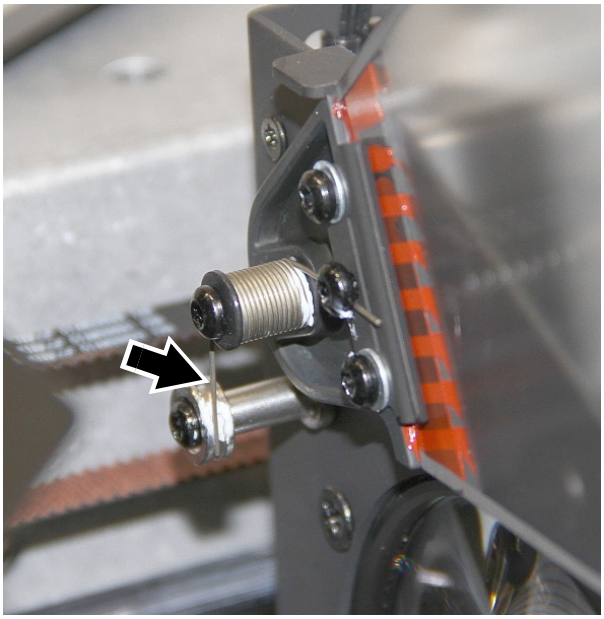

**Figure 28: Ressort du filtre de frost**
5. Voir Figure 28. Soulevez l'extrémité du ressort (voir ci-contre) et dégagez-le de sa rainure dans la butée. Ne retirez pas la graisse haute température de la butée.
8. Voir Figure 28. Si nécessaire, étalez la graisse haute température de la butée pour qu'elle vienne au contact du ressort du nouveau filtre. Engagez le ressort (voir ci-contre) dans la rainure comme illustré.